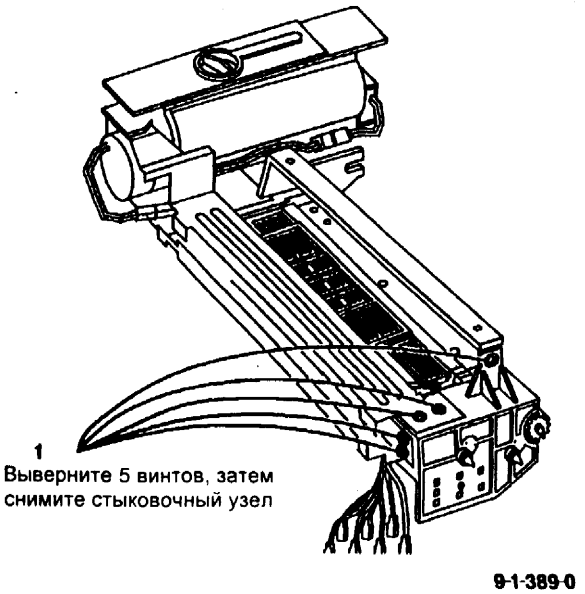

Рис. 1 Снятие стыковочного узла
3. (Рис. 1) Снимите стыковочный узел.